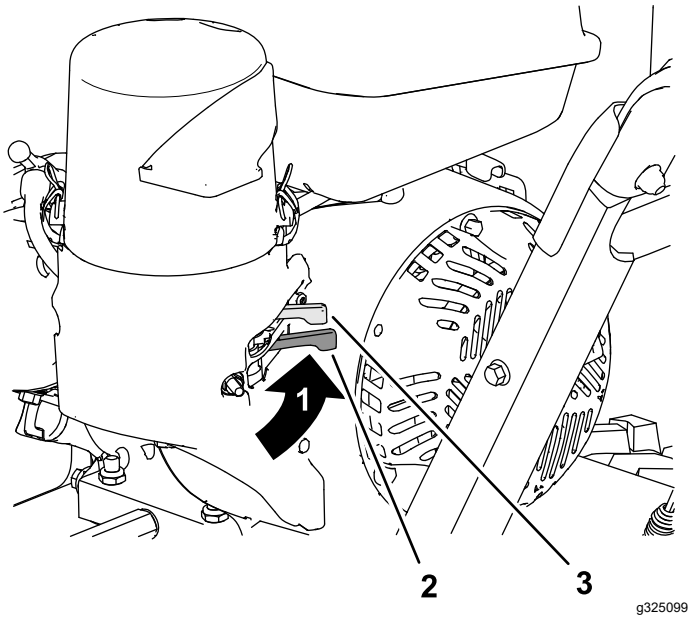

Figur 11
Flytt drivstoffavstengingsventilen under choken til høyre for å slå på drivstofftilførselen (Figur 11).
2. På venstre, bakre side av motoren, flytt chokespaken til venstre til PÅ-stillingen. La choken stå i AV-posisjon når motoren er varm (Figur 11).
6. La motoren varme seg opp i et par minutter, flytt så choken mot AV-stillingen (Figur 11).
bygning eller transporter maskinen til og fra arbeidsstedet (Figur 11).